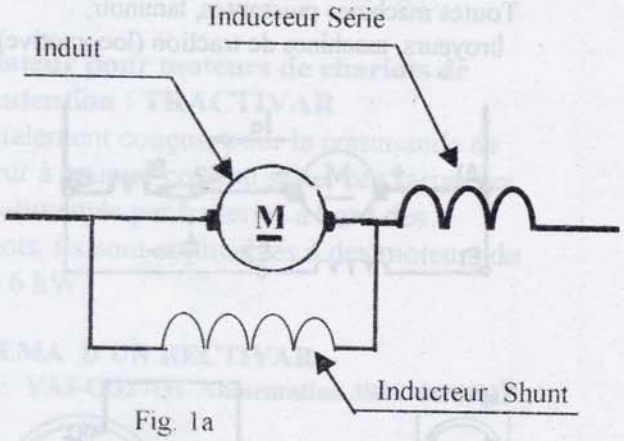

Fig. 1a
- Moteur à excitation composée à courte dérivation (Fig. 1a).